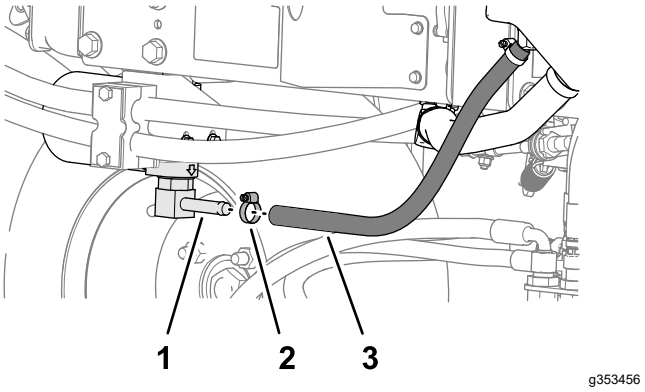
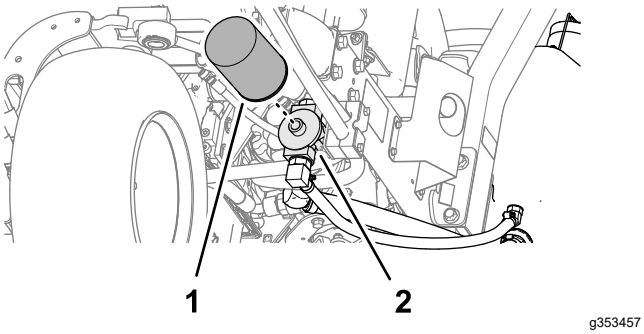

Rysunek 88
Rysunek 89
2. Odłącz przewód hydrauliczny (Rysunek 88) albo zdemontuj filtr oleju hydraulicznego (Rysunek 89) i spuść olej z układu do podstawionej wanienki.